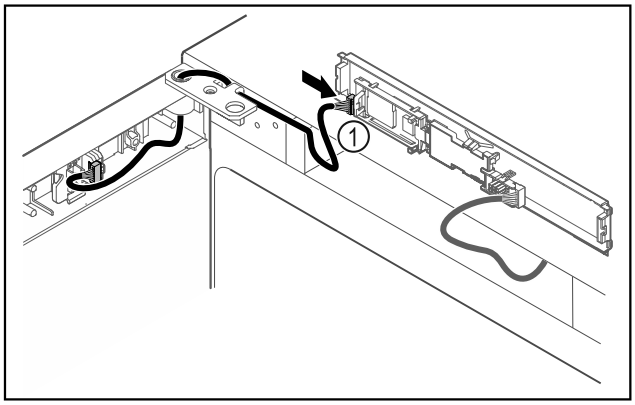

Fig. 45
▶ Enchufar el conector *Fig. 45 (1)* en la platina.